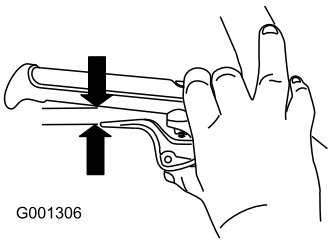

Figur 32
1. Håll in spaken helt och kontrollera sedan glipan mellan handtagets undre del och änden på hjulkopplingsspaken (Figur 32).
2. Gör samma sak med den andra kabeln (Figur 32).